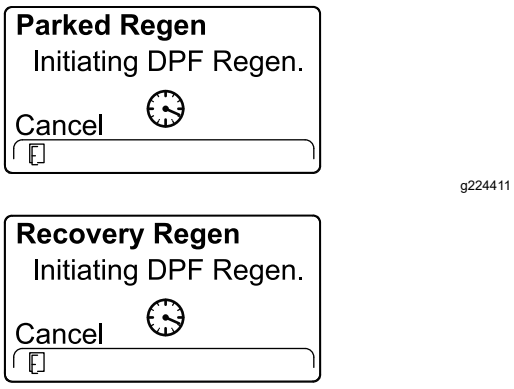

**Figur 64**
5. InfoCenter viser STARTER DPF-REGENERERING-meldingen (Figur 64).